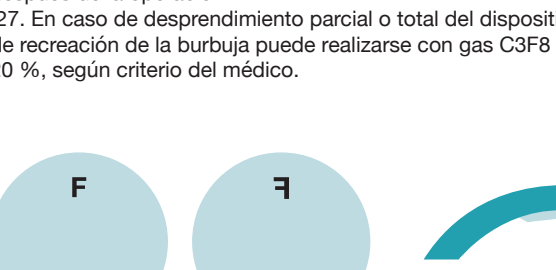

Fig.1 Orientación del implante EndoArt®
14. Antes de la inserción, asegúrese de que el implante está en su orientación correcta: EndoArt® tiene una letra "(F)" marcada en la superficie periférica que debe verse correctamente (Fig. 1); de lo contrario, el implante se debe voltear.